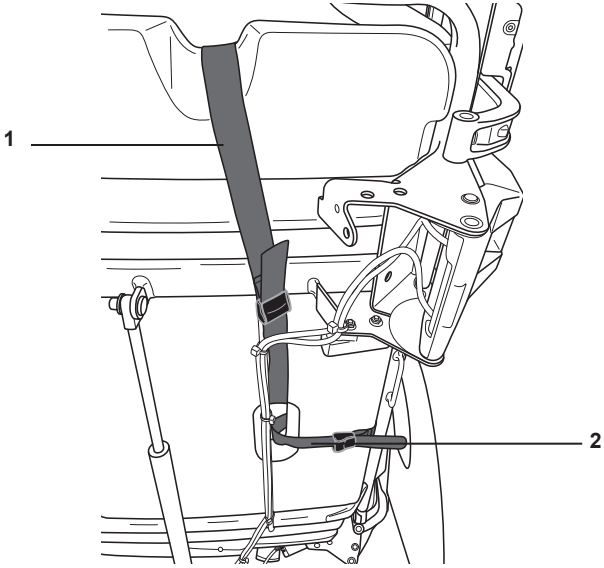

Figure 9 : Attacher les sangles du matelas à la section articulée du sommier
7. Passer les sangles 1 et 2 à travers l'ouverture dans la section dossier du sommier comme indiqué dans la figure 9. Les fixer ensemble avec leurs boucles. Enrouler les deux extrémités des sangles autour de la traverse du cadre et les fixer avec la boucle. Effectuer la même chose de l'autre côté du matelas.